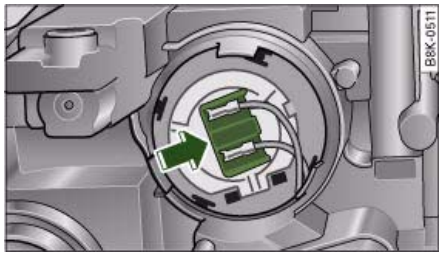

Fig. 291 Bulb holder for main beam head-lights
– Press the connector in the direction of the arrow ⇒ fig. 291.